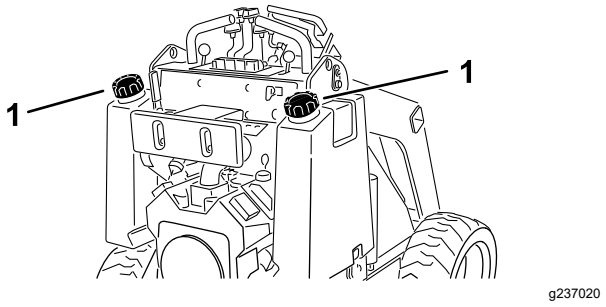

Rysunek 7
3. Oczyść okolice korka zbiornika paliwa, po czym odkręć korek (Rysunek 7).